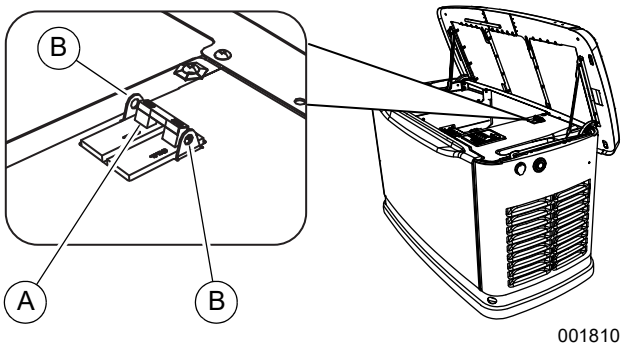

Figure 3-4. Main Line Circuit Breaker (MLCB)
See ***Figure 3-4***. This is a 2-pole main line circuit breaker (MLCB) (generator disconnect) (A) rated according to relevant specifications.